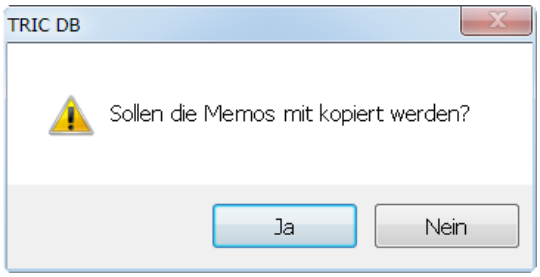

Bild 18.64 – Memos sollten beim Verschieben stets mit übertragen werden
- Klicken Sie auf *Verschieben*, so erhalten Sie die Anfrage, ob die . . . *Memos kopiert* . . . werden sollen (*Verschieben* ist aus *Kopieren* und *Löschen* zusammengesetzt). Bestätigen Sie (Abb. 18.64).